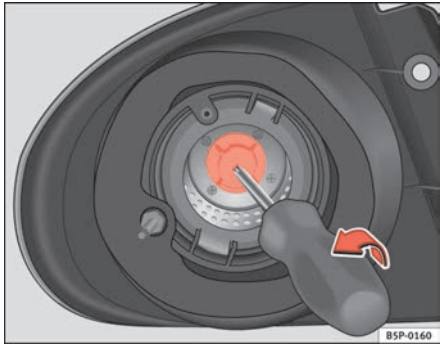

Fig. 193 Indicator light
– Pull out the lamp holder from the turn signal using a screw driver in the direction of the arrow (see ⇒ fig. 193).